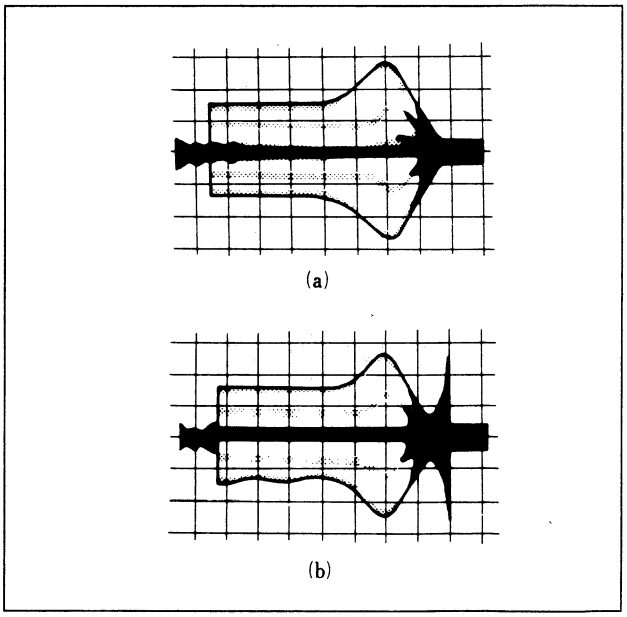

図4-8.
4) このとき，出口自由波形が図4-8.(a),(b) に示す範囲内であることを確認する。